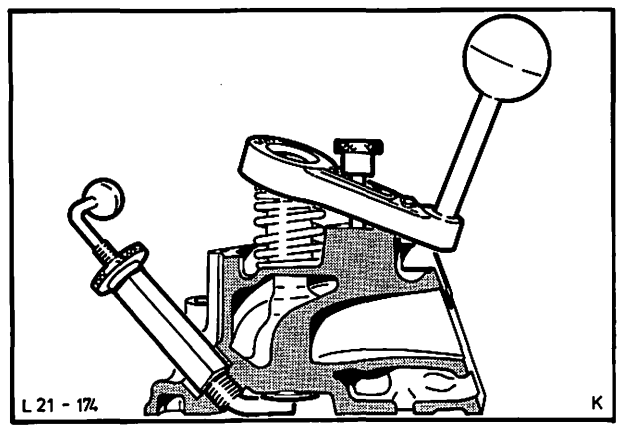

Abb. 252 Abbau der Ventilfeder mit Spezialwerkzeug 21-056 und 21-057, „C"-Motor
4. Ventilhalter 21-057 in Zündkerzenbohrung einschrauben, gegen Ventilteller stellen und kontern. Ventilfederspanner 21-056, Abb. 252, an Zylinderkopf montieren.